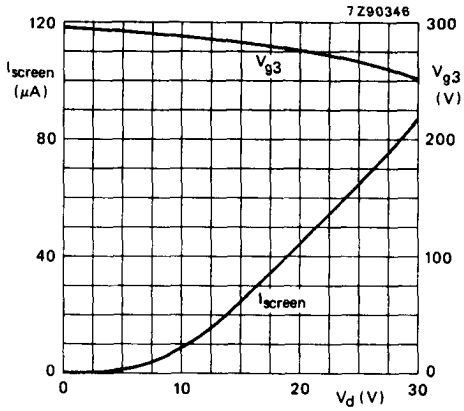

Fig. 5 Screen current (I_{screen}) and focusing voltage (V_{g3}) as a function of grid drive voltage (V_d); typical curves.
4. An actual focus range of approx. 50 V should be provided on the front panel. V_{g3} decreases with increasing grid drive (see also Fig. 5).
5. Intensity control on the front panel should be limited to the maximum useful screen current (approx. 80 μA; see also Fig. 5). It is to be adjusted either by the grid drive (up to 30 V) or for maximum acceptable line width. The corresponding cathode current or $I_{g2,g4,g5}$ (up to 500 μA) depend on the cut-off voltage and cannot be used for control settings.